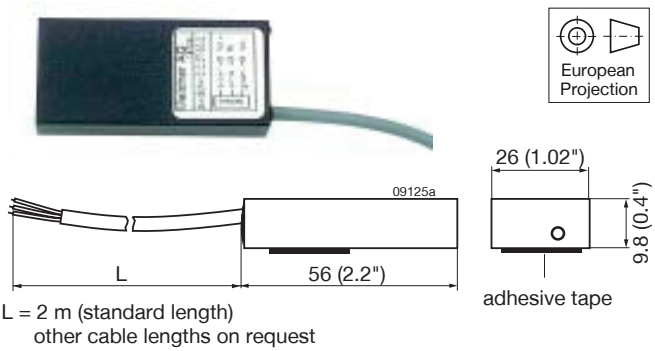

*Fig. 50*
– Different battery sensors S-KSMH... for using the converter as a battery charger. Different cell characteristics can be selected; see fig. 50, table 27, and *Battery Charging/Temperature Sensors.*